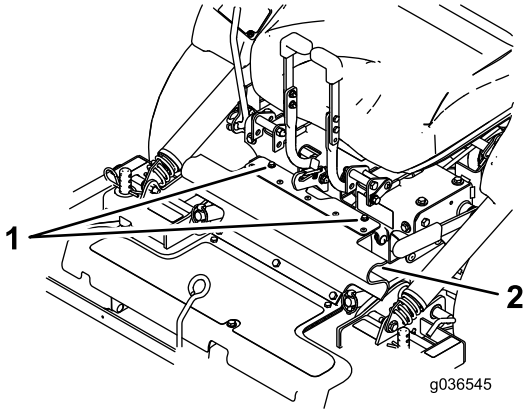

Figura 77
7. Desaperte os parafusos na proteção de borracha (Figura 77).
7. Alinha a parte superior da proteção de borracha e fixe-a com os parafusos (Figura 77).